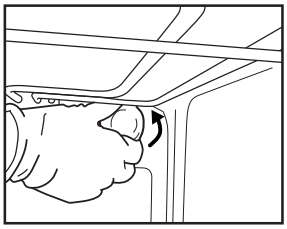
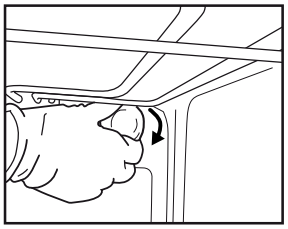

Рис. 6
Рис. 7
2. Выкрутите плафон (Рис. 6), замените лампочку (тип новой лампочки указан в примечании ниже) и вкрутите плафон а свое место (Рис. 7).